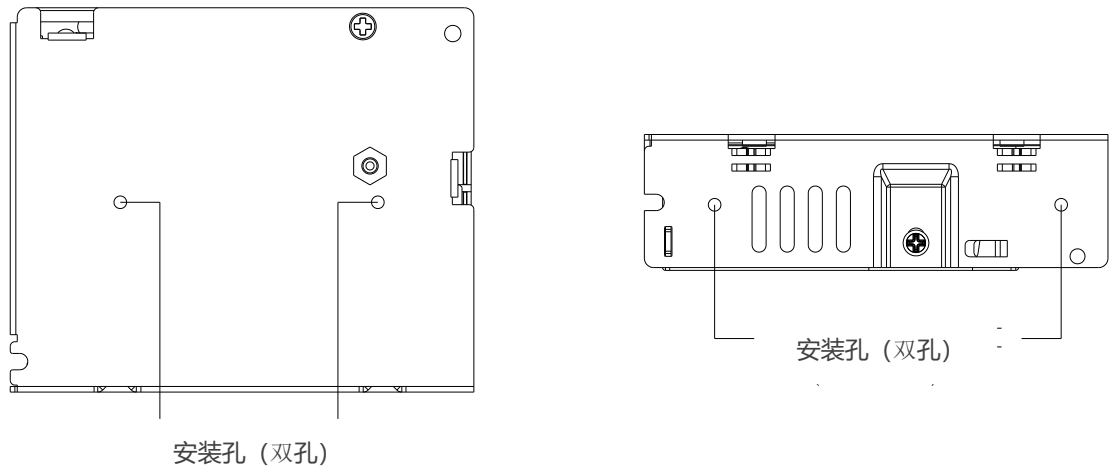

**图 3　　装配示意**
- 使用软性电线（绞线或实心）AWG No. 18-12，用户应基于实际输出电流计算并选用合适之电线规格（形式/数量/直径）。端子台/连接器所附扭力不得超过 8 Kgf.cm. (6.94 lbf.in)。拔线长度不得超过 0.275” 或 7 mm （参见图 3）。